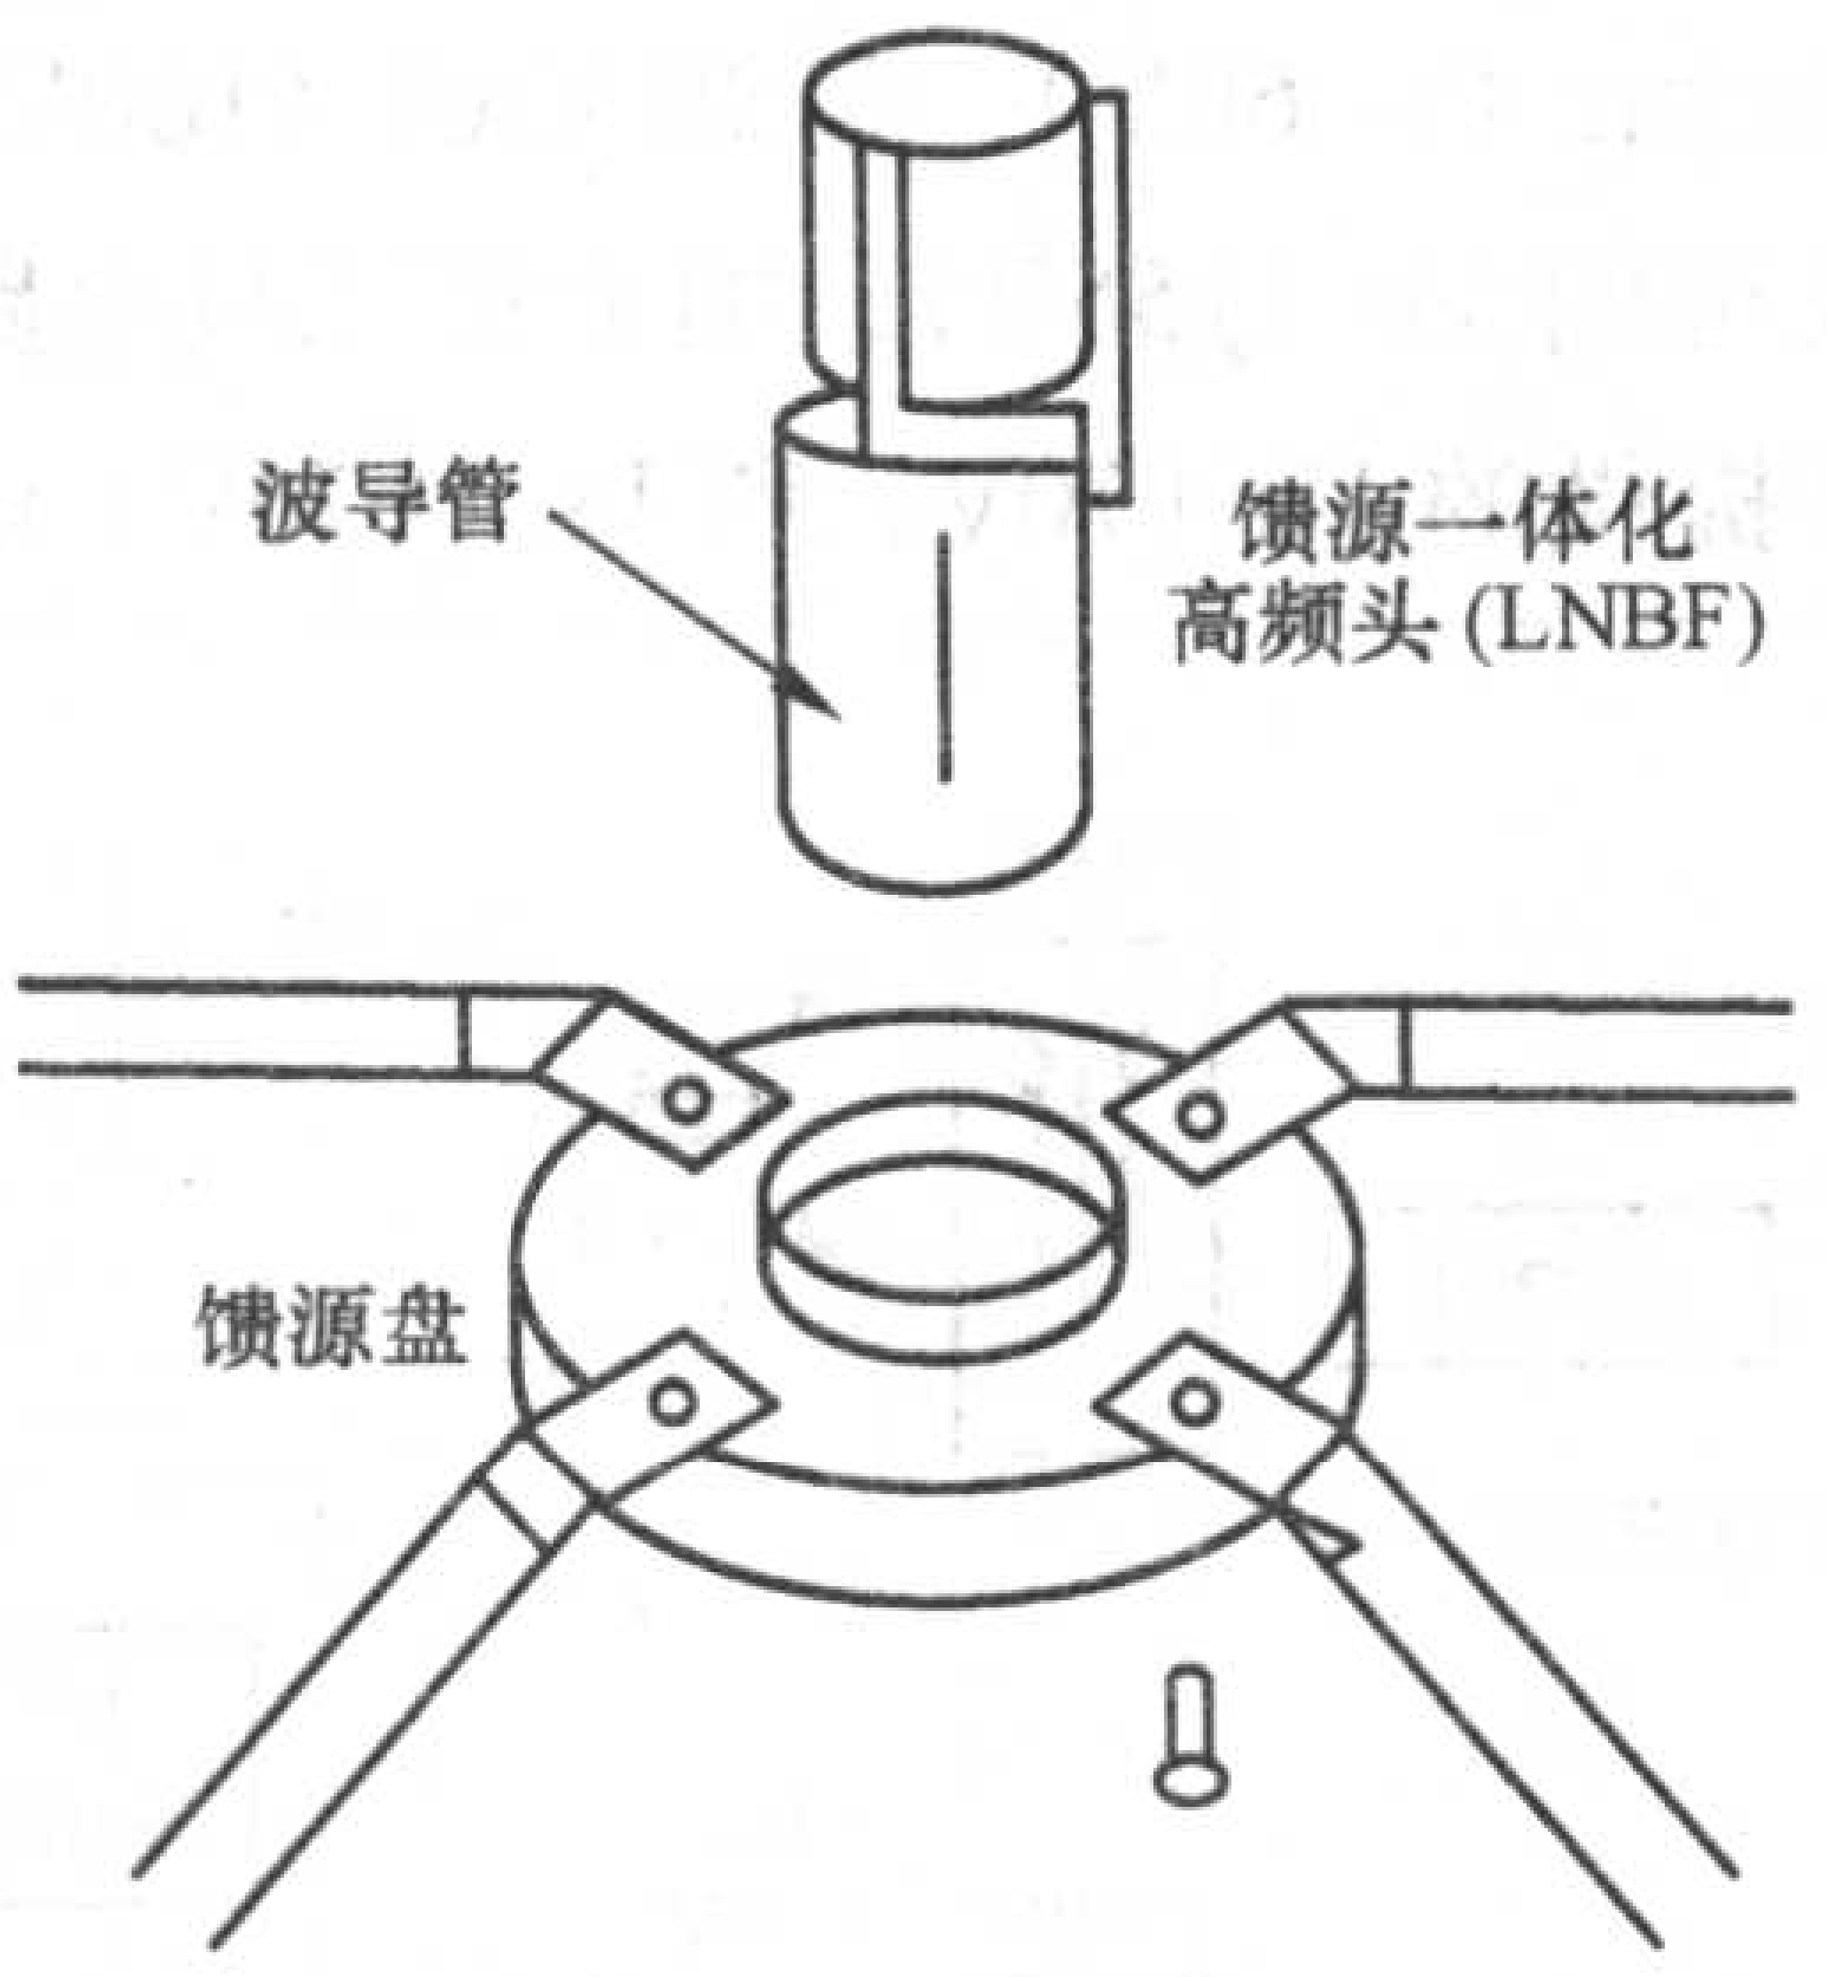

图19
(1) 将LNBF插入馈源盘中央的大圆孔中（见图19）。
(2) 根据天线F/D＝0.38（由表3查得），将馈源盘凸缘端面对准波导管侧面的F/D 的0.38刻度上。